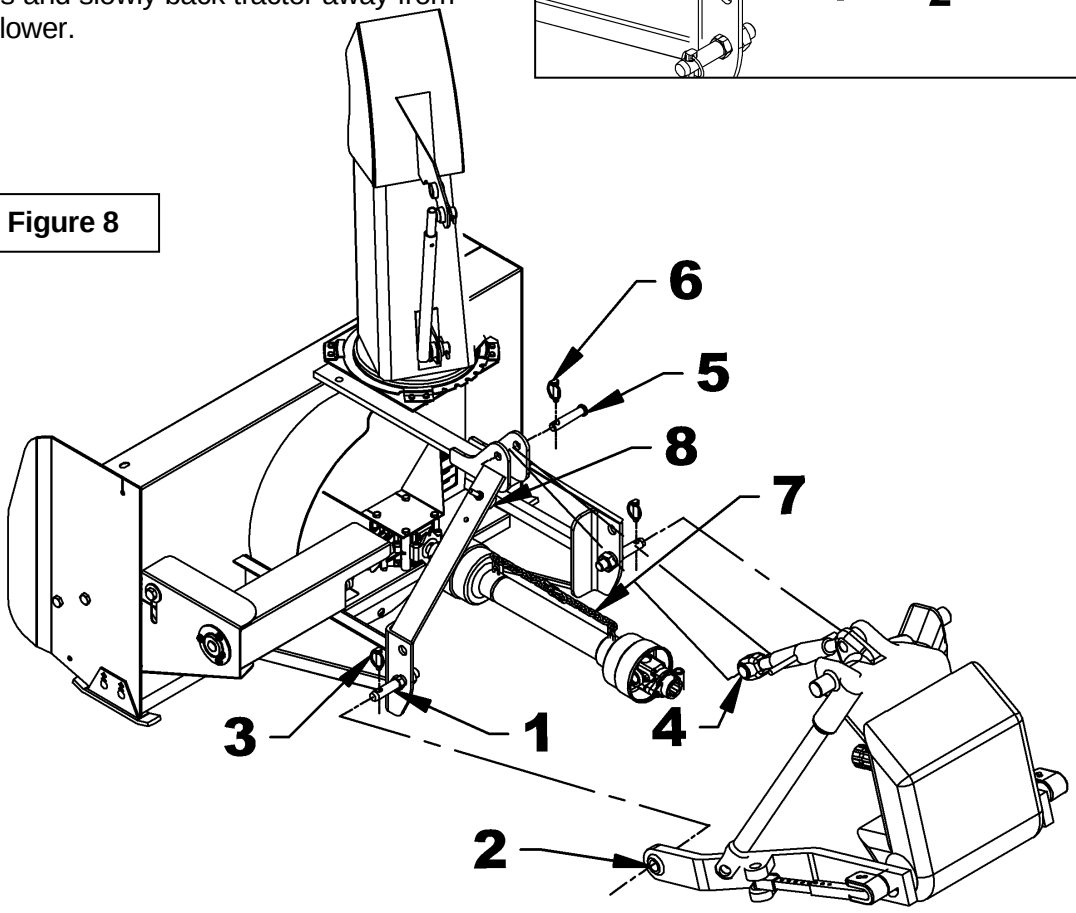

Figure 8
3. **Figure 8:** Detach tractor upper link (item 4) by removing linchpin and pin (items 6-5).
4. **Figure 8:** Disconnect the driveline (item 7) from the tractor and attach the safety chain (item 7) to the three point hitch eyebolt (item 8).
5. **Figure 8:** Carefully detach lower links (items 2) from hitch pins (item 1) by removing linchpins (items 3), loosen anti-sway turnbuckles and slowly back tractor away from the snowblower.